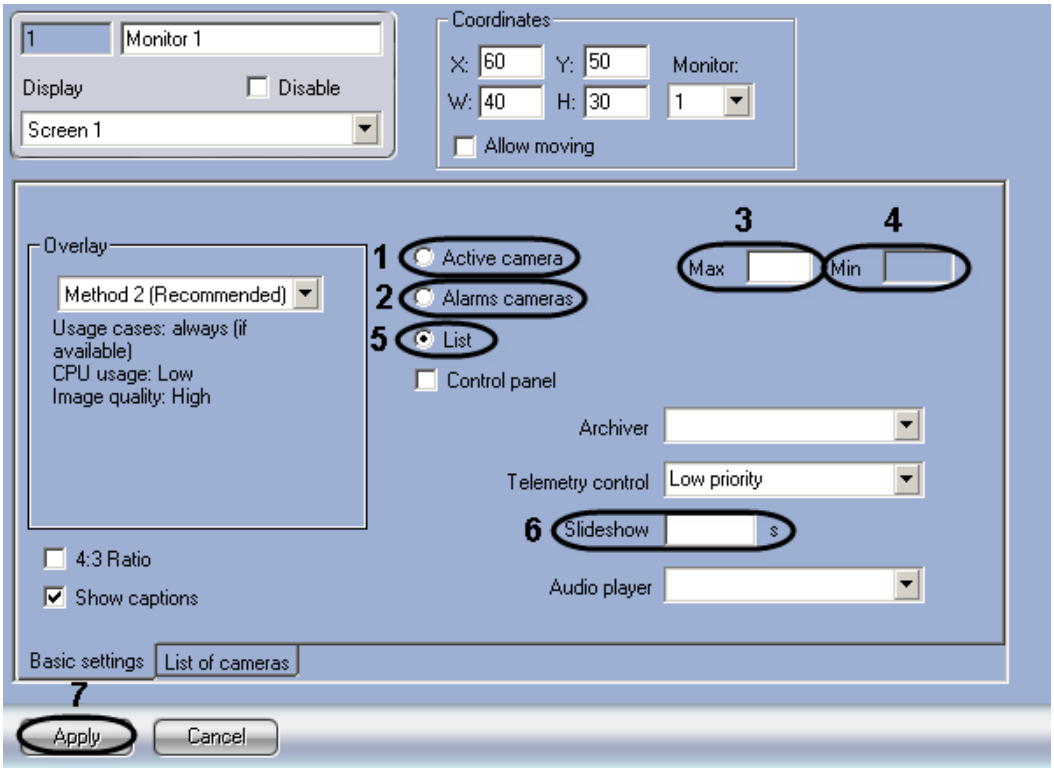

Figure 8.4-45 Setting the display mode for cameras
1. Go to the settings panel for the “Monitor” interface box (Figure 8.4-45).
2. To activate the “Active camera” mode, set the “Active camera” switch in the “Basic settings” tab (Figure 8.4-45, 1).
3. To activate the “Alarms cameras” mode, set the “Alarms cameras” switch in the “Basic settings” tab (Figure 8.4-45, 2). As a result the “Min.” field is available.
4. In the “Max” field specify the required maximum number of cameras boxes which are to be displayed on the “Monitor” (Figure 8.4-45, 3). If the number of alarm cameras exceeds the maximum one, then displaying of camera boxes, alarms on which have been registered earlier, is stopped.
5. In the “Min” field specify the required minimum number of cameras images of which are to be displayed on the “Monitor” even on no-alarm (Figure 8.4-45, 4). If the number of alarm
6. To activate the “List” mode, set the “List” switch in the “Basic settings” tab (Figure 8.4-45, 5).
7. If necessary specify the required value (in seconds) of automatic slideshow for camera boxes in the “Slideshow” field (Figure 8.4-45, 6).
8. To save all the changes click the “Apply” button (Figure 8.4-45, 7).